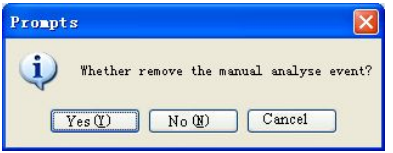

Abb. 5-4-7
5. Klicken Sie auf „Reanalyse“, das Dialogfenster wie Abb.5-4-7 erscheint, klicken Sie „Yes“, es entfernt die alten Daten und analysiert neu. Klicken Sie auf„No“ um Studienerfahrung aber entfernen Sie nicht das analysieren Daten; Klicken Sie „Cancel“, um die Neuanalyse abzubrechen